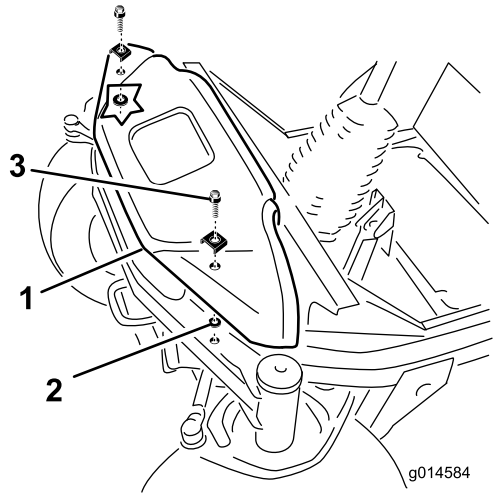

Bild 5
1. Entfernen Sie die zwei Bundbolzen, mit denen die vordere Abdeckung oben an der Vorderachse befestigt ist (Bild 5).